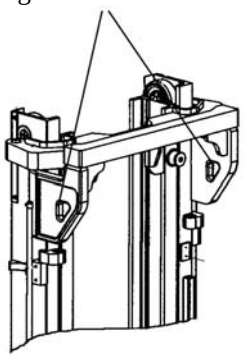

Figure 2-42
(1) Hoisting for Lifting System. See Figure 2-42